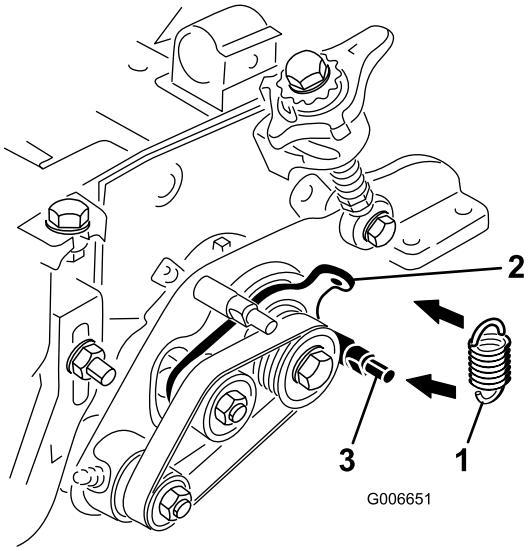

図 26
29. アイドラスプリングをアイドラプレートの穴に掛け、グルーマプレートの低い方のスタッドに掛け回す図 26。スプリングフックの開いている側の端部が駆動プーリを向くように取り付ける。